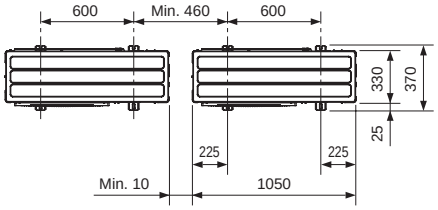

**Fig. 3-1**
- Die Anlage immer auf fester, ebener Oberfläche aufstellen, um Rattergeräusche beim Betrieb zu vermeiden. (Fig. 3-1)